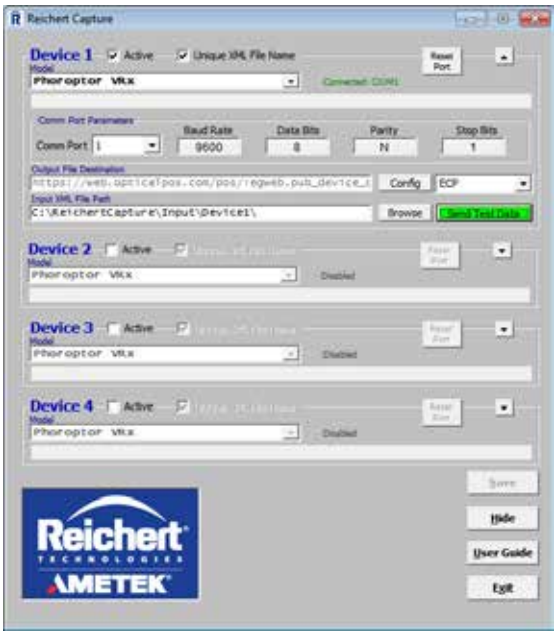

Figure IS-13, Web Data Test
12. For HTTP transfers to a web page, review the new data received by the EMR system and ensure that the XML message transferred the data correctly (refer to the Web Page Output section). Use the Send Test Data button to verify that the connection to the EMR's web page is properly configured and that a valid Internet connection is available. The button will briefly turn green if the test succeeded. Refer to Figure IS-13.